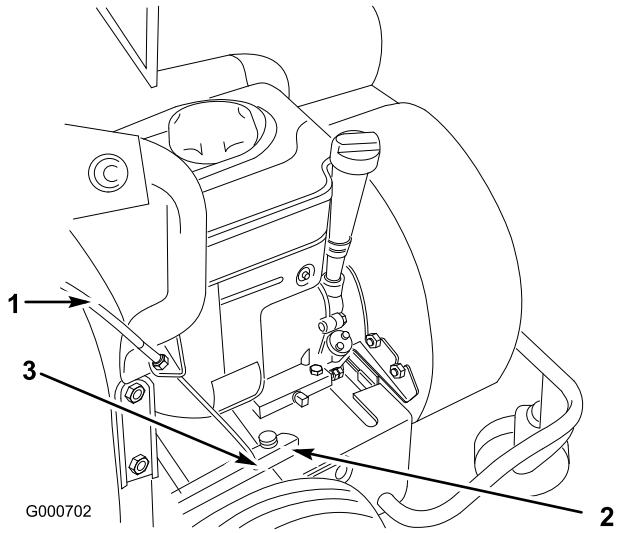

Bild 5
5. Haken Sie das untere Ende (Kugelende) des Fahrantriebs-Bowdenzugs in den Schlüssellochschlitz am Arm der Fahrantriebs-Schutzvorrichtung ein (Bild 5).
6. Befestigen Sie die Kugel mit einer Schraube (10-32) und Mutter (10-32) im Schlüssellochschlitz (Bild 5).